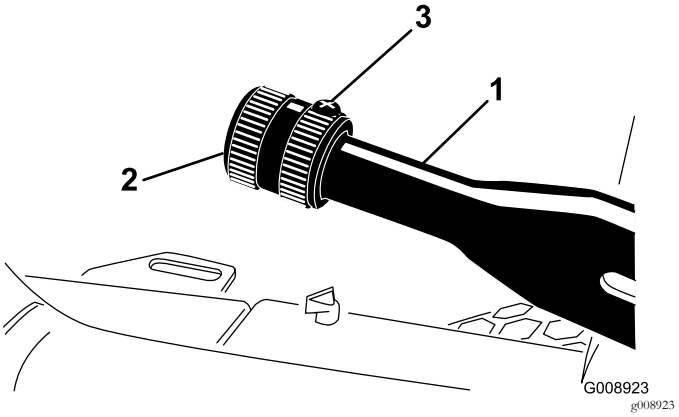

Figur 70
1. Løsne setteskruen som fester knotten til parkeringsbremsespaken (Figur 70).